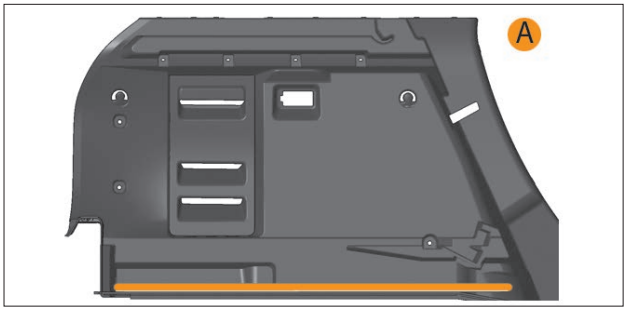

Рис. 9.8.1. Нижнее положение съемного пола (вид сбоку)
- В нижнем положении **A** (рис. 9.8.1), непосредственно на коврике пола, закрывающем нишу запасного колеса.